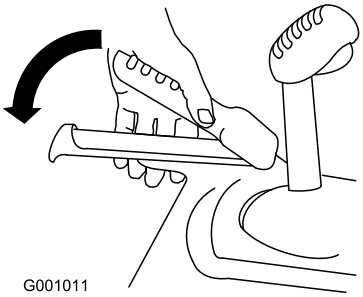

Figur 34
1. Pressa ned det vänstra reglaget (drivningsreglaget) till handtaget för att koppla in hjuldrivningen (Figur 34).